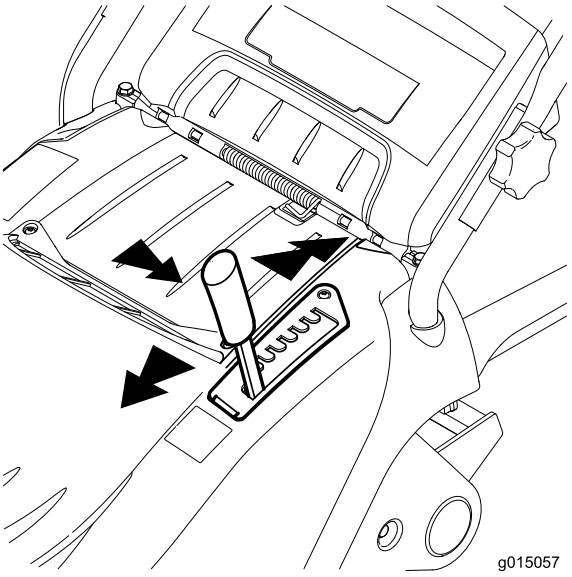

**Bild 13**
2. Ziehen Sie den Schnitthöhenhebel aus dem Schlitz und versetzen sie ihn nach vorne oder hinten in den gewünschten Schlitz (Bild 13).